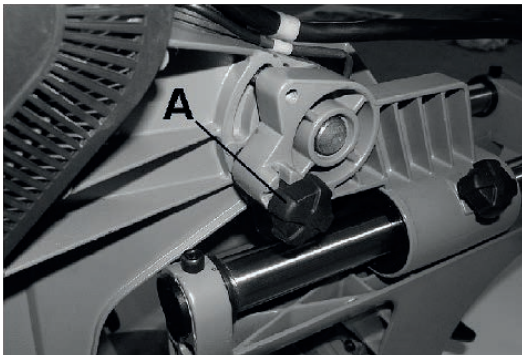

Fig. 5 Arrêt de la tête de scie
4. Tirez le bouton de sécurité pour le blocage de la tête de scie d'environ 1 cm vers la gauche (Fig. 5), et tournez-le à 90° pour que la goupille de sécurité se mette en position verticale.